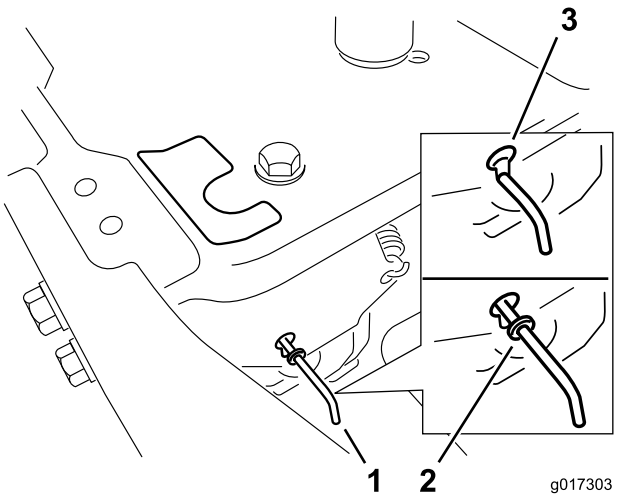

Figuur 24
4. Zet de omloophendels naar voren door het "sleutelgat" en dan naar beneden om ze vast te zetten (Figuur 24).
Zet de omloophendels naar achteren door het spiegat en dan naar beneden om ze vast te zetten zoals wordt getoond in Figuur 24.